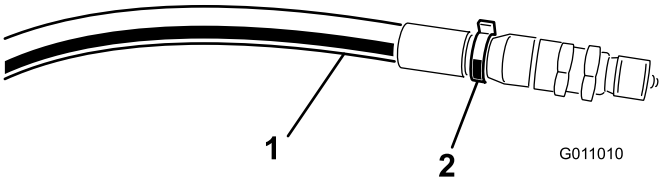

**Figur 14**
**Merk:** Merk høytrykksslangen med et kabelfeste for å identifisere korrekt montering av slangene (Figur 14).